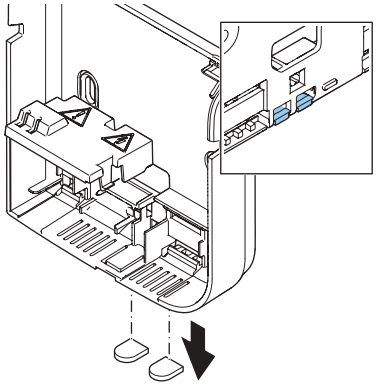

Rys. 44 - Usuń wyłamywalny plastik
2. Usuń wyłamywalne kawałki plastiku z wejścia przewodów do obudowy (Rys. 44).